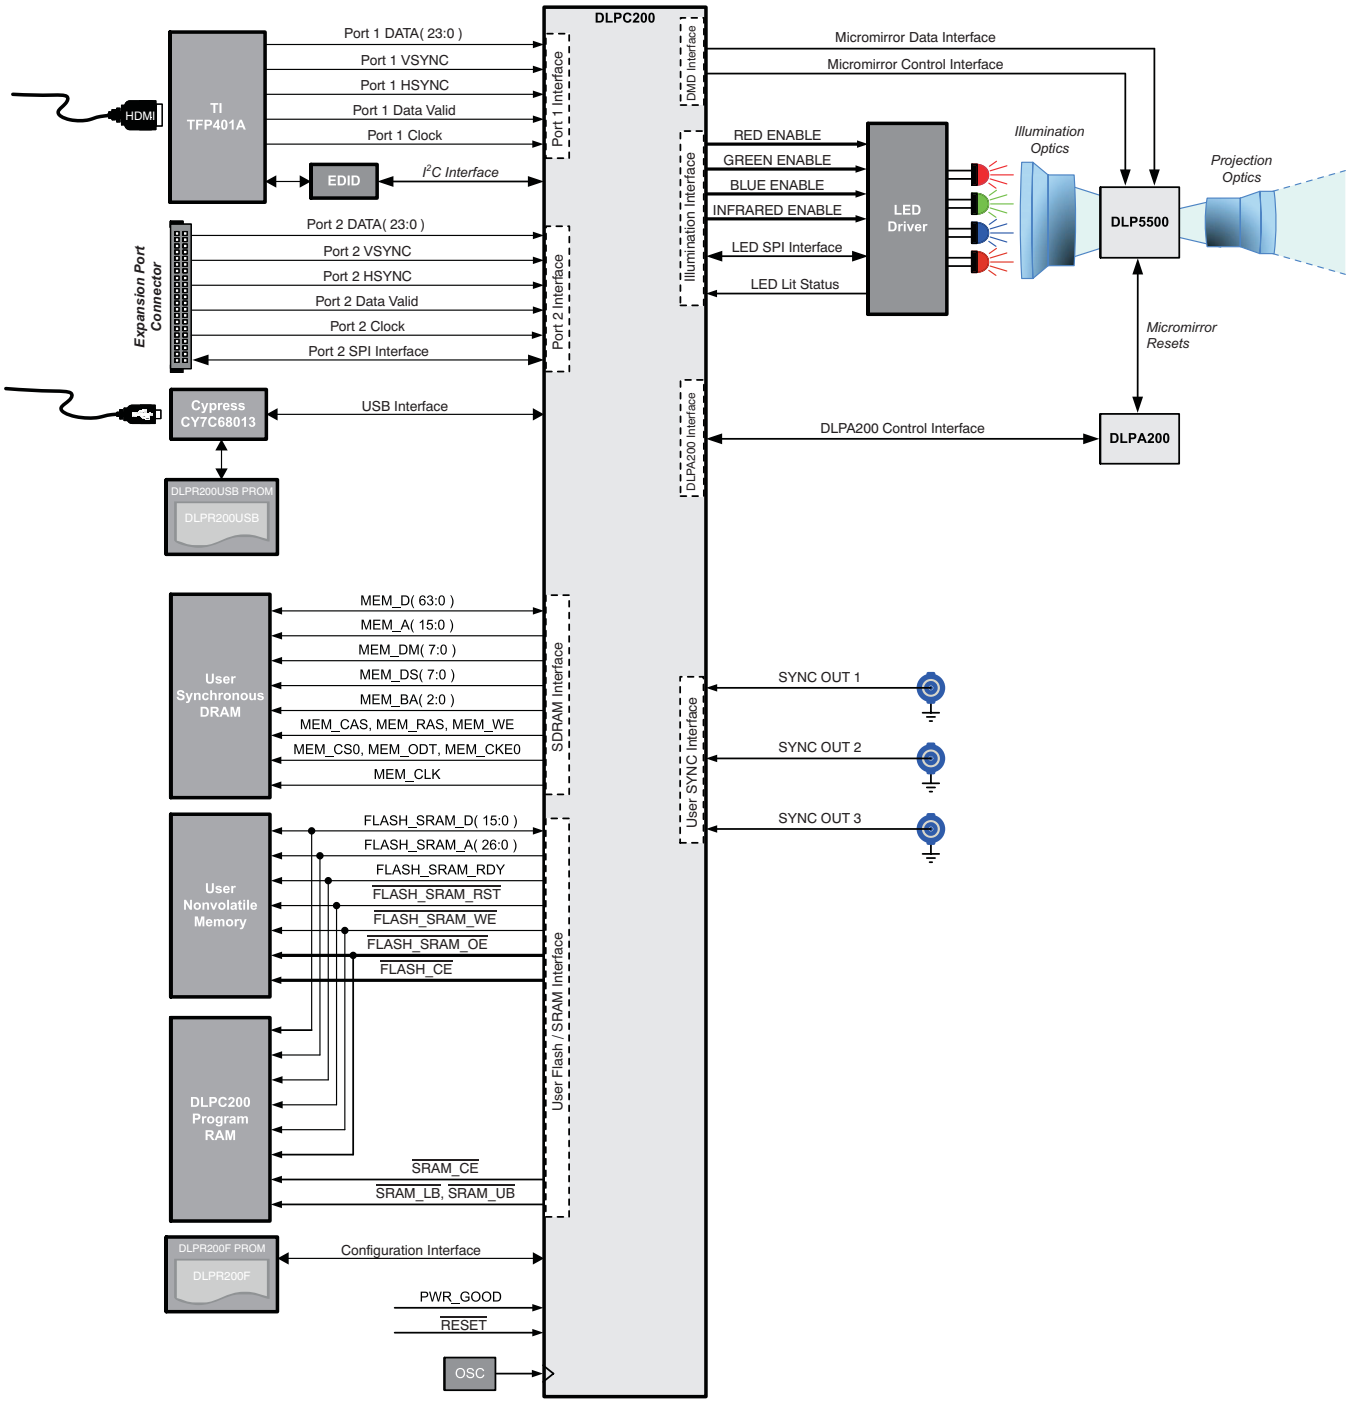

Figure 3-2. System Block Diagram
Figure 3-2 illustrates the connectivity between the chipset and other key system-level components, and includes the following external chipset interfaces:
Data port 1 is primarily designed as a digital video input port with a 24-bit RGB and has a nominal I/O voltage of 3.3 V. As shown in Figure 3-2 (system block diagram), data port 1 can be configured to connect to an HDMI-style input, which is commonly used by a personal computer (PC). Support for an extended display identification data (EDID) PROM is also provided. The EDID PROM is checked and updated (if necessary) by the DLPC200 at power up to configure the EDID PROM to reflect the proper input resolution for the 0.55 XGA chipset. This configuration is set to a resolution of 1024 × 768 (XGA) with a refresh rate of 60 Hz. The DLPR200 API that is associated with this chipset provides functionality enabling the end user to update the manufacturing information of the EDID configuration or reprogram the data entirely.
Data port 1 is primarily designed as a digital video input port with 24-bit RGB and has a nominal I/O voltage of 1.8 V, which is more compatible with embedded system controllers. As shown in Figure 3-2 (system block diagram), data port 2 is connected to an *expansion port connector*, allowing the system design to interface to a variety of embedded system controllers including, TI DaVinci™ DM365 and OMAP™ 35 processors.